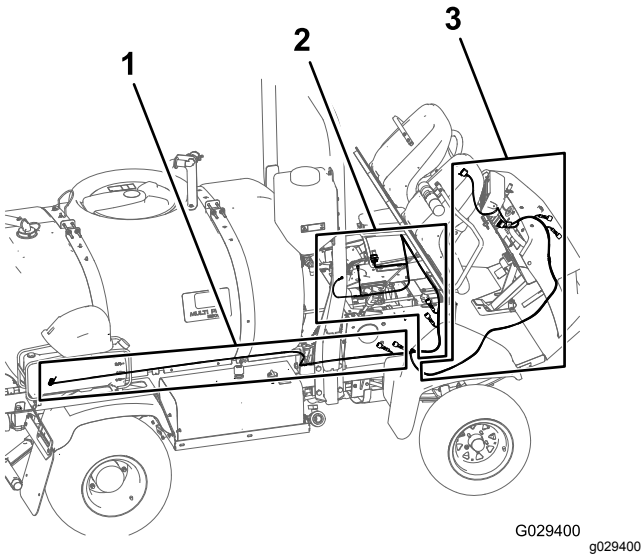
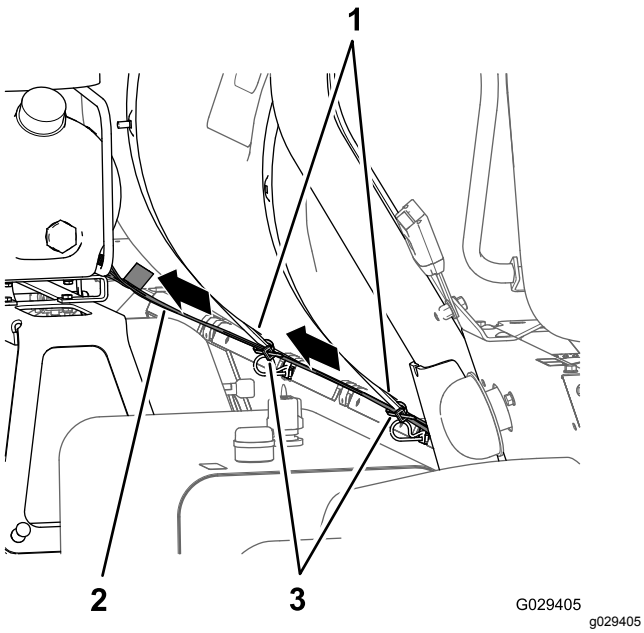

Figur 190
Figur 191
1. Finn ledningssatsens 236 cm lange kompressordel med en kontakt med fire sokler, og før ledningssatsdelen bakover langs spredertanken som vist i Figur 190 og Figur 191.